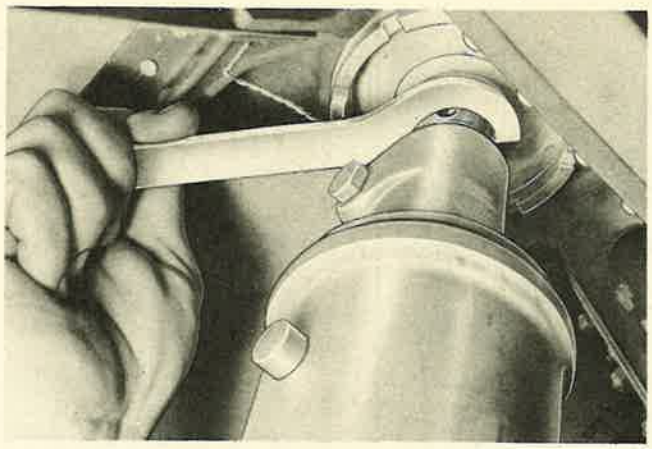
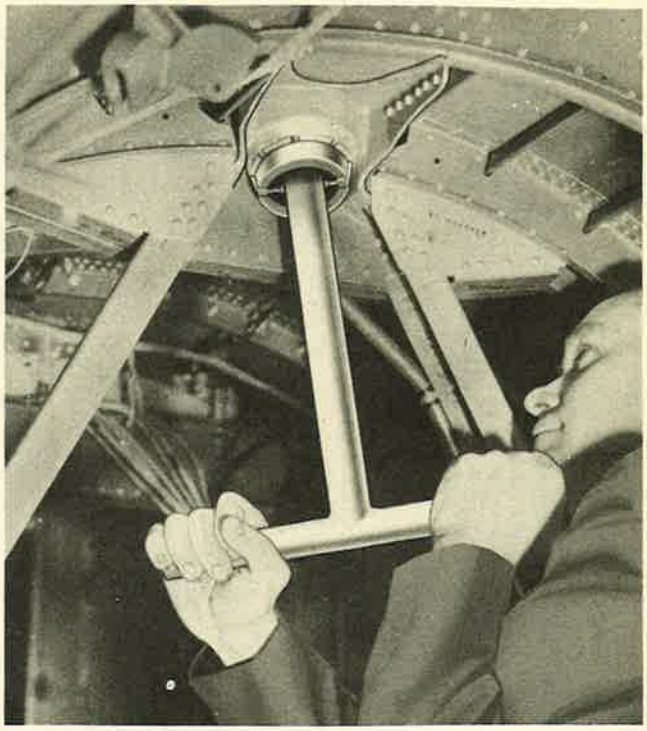

Figure 189—Use of Tail Wheel Spindle Ball End Spanner Wrench (Service Tool No. K20801)
Figure 190—Use of Tail Wheel Spindle Cap Wrench (Service Tool No. K20901)
(c) SPINDLE BALL AND SOCKET.—When the tail gear is installed, it is necessary to adjust the spindle ball end and socket for preload adjustment. With the tail wheel clear of the ground, turn the ball in the socket until snug, then add one full turn for preload adjustment. Use service tool (K20801) as shown in figure 189. To adjust the spindle cap use service tool (K20901) as shown in figure 190. These tools may be fabricated according to figures 87 and 88.
3. Place the bearing and socket in the casting and screw cap into casting. (See figure 190.) Safety the cap with lock wire.